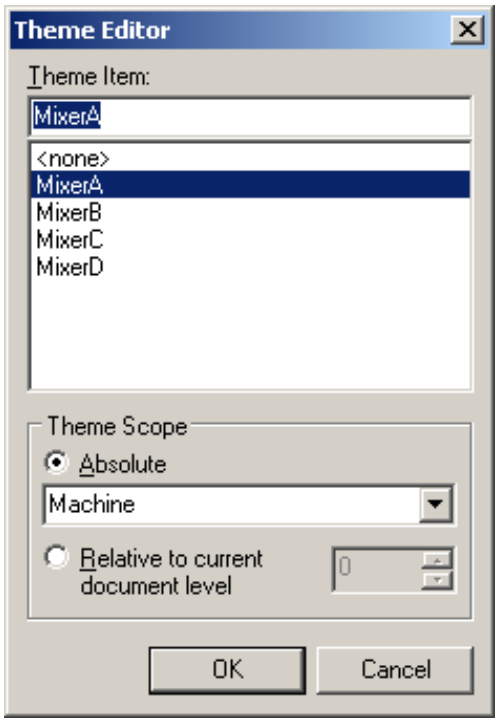

Figure L13.47 - Theme Editor
7. Under Theme Item, select "MixerA" as depicted in Figure L13.47.